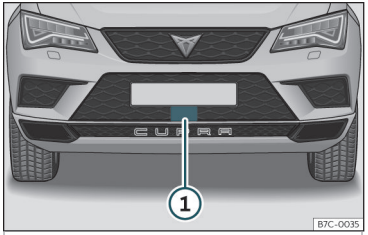

Fig. 216 En el paragolpes delantero: sensor de radar.
Con el vehículo detenido, apague el motor y vuelva a ponerlo en marcha. Realice una comprobación visual del sensor de radar ››› fig. 216. Si sigue sin estar disponible, acuda a un taller especializado para que revisen el sistema.
En el paragolpes delantero va montado un sensor de radar para captar la situación del tráfico >>> **fig. 216** ①.
- Esta indicación se visualiza si la visibilidad del sensor de radar está mermada debido a fuerte bruma o suciedad. Limpie el sensor ›› fig. 216.